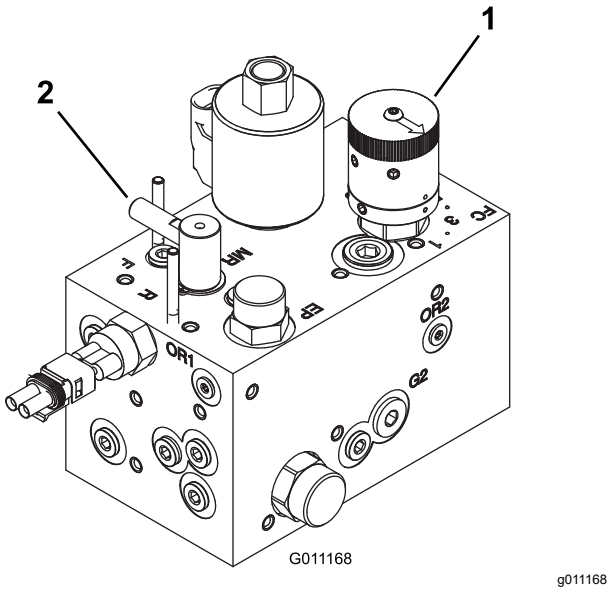

Figur 49
3. Vrid cylinderns hastighetsreglage (Figur 49) till cylinderhastighetsnumret som fastställdes i steg 1.